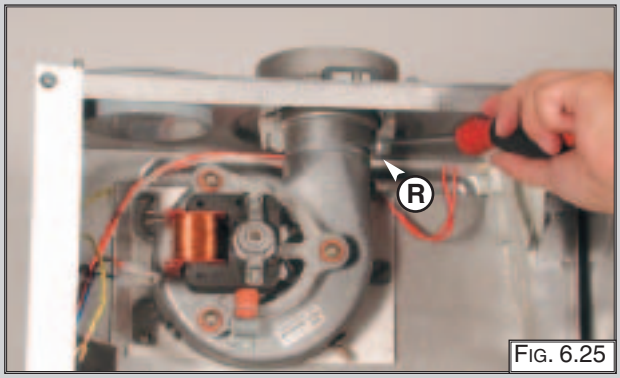

FIG. 6.25
2. Remove screw “R” and remove the fan collar clamp “R” (FIG.6.25);